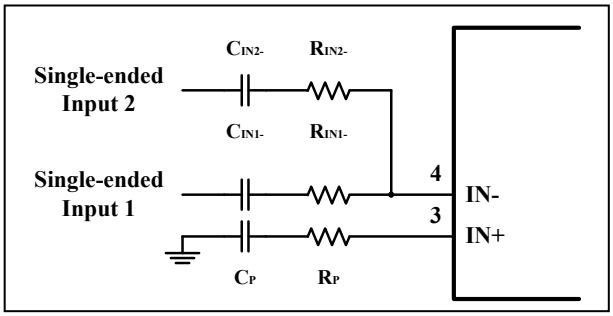

Figure 16 Application Circuit with Summing Two Single-Ended Inputs
The corner frequencies (f_{C1} and f_{C2}) for each input source can be set independently by Equations (9) and (10). Resistor, R_P, and capacitor, C_P, are needed on the IN+ terminal to match the impedance on the IN- terminal (Figure 16). The gain for each input source can be set independently by Equations (4) and (5).